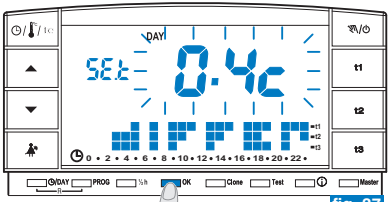

fig. 37
- Obtenido el respectivo valor, presionar **2 veces OK** para regresar al funcionamiento del programa (ejemplo fig. 37).